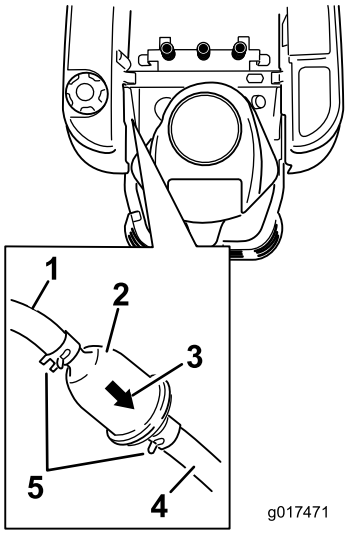

Figur 45
3. Find brændstoffilteret på siden af motoren som vist i Figur 45.
4. Klem slangeklemmernes ender sammen, og skub dem væk fra filteret (Figur 45).
6. Monter et nyt filter, hvor strømningsretningspilen kommer fra brændstoftanken og peger mod motoren. Flyt slangeklemmerne tæt på filteret (Figur 45) for at fastholde det.